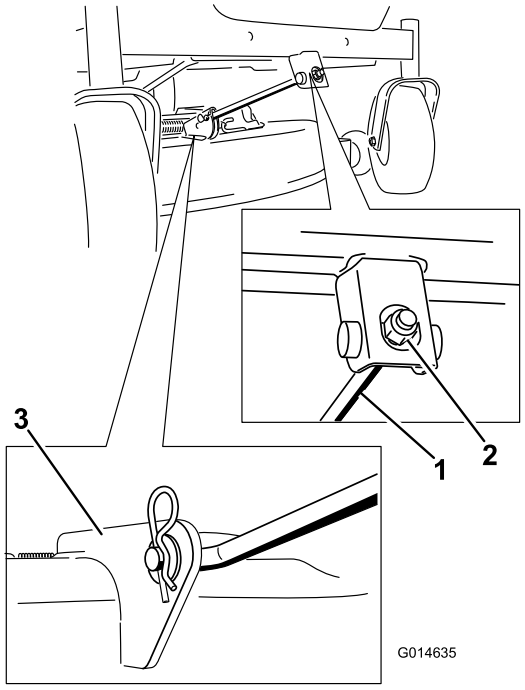

**Figur 67**
4. Fjern hårnålsplinten fra fremre støttestag og fjern staget fra braketten på klippeenheten (Figur 67). Senk den fremre delen av klippeenheten forsiktig til bakken.
6. Fest fremre støttestang til klippeenheten med splittpinnen og hårnålssplinten (Figur 67).